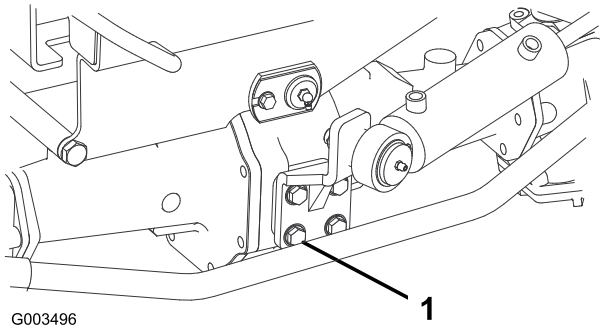

Figuur 69
2. Trek de 4 bouten van de stuurcilinderbevestiging (Figuur 69) aan tot 65-81 N·m.